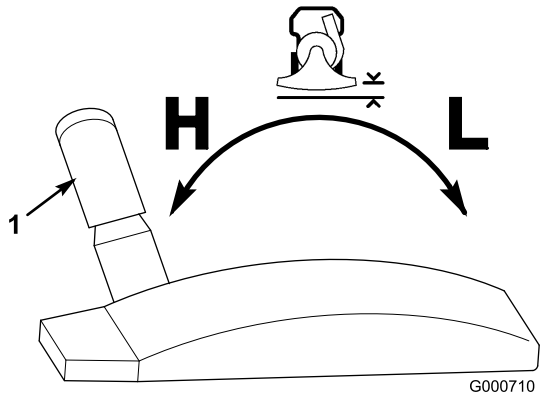

Figur 12
Du kan justere frigangen mellem luftindtagshuset og jorden ved at flytte højdejusteringsgrebet (Figur 12) til den ønskede position. Indstil højden på lav (L) for at suge på hårde overflader som f.eks. fortove eller indkørsler og på høj (H) på tykke, frodige plæner med et kraftigt lag blade eller afklip. Sugemaskinen fungerer bedst, hvis du holder indsugningen så tæt på jorden som praktisk muligt i forhold til det arbejde, du skal udføre.